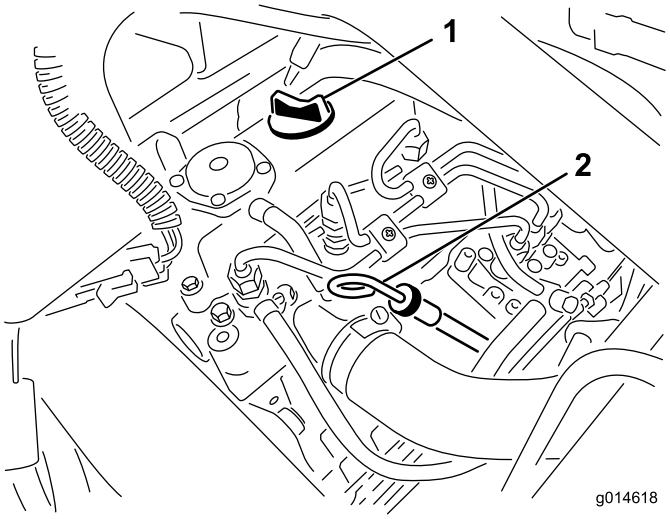

Figur 25
2. Fjern målepinden, og aftør den med en ren klud (Figur 25). Sæt målepinden ned i målepindsrøret, og sørg for, at den sidder helt i bund. Tag målepinden ud af røret igen, og kontroller oliestanden. Hvis oliestanden er lav, skal du fjerne påfyldningsdækslet fra ventildækslet og **langsomt** påfylde så meget olie, at oliestanden stiger til Full-mærket på målepinden. Hæld langsomt olie på, og kontroller niveauet ofte under denne proces. **Fyld ikke for meget på.**